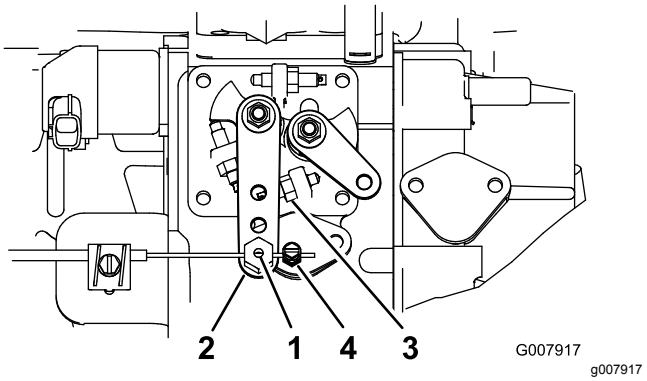

Figuur 52
2. Maak de klem van de gaskabel op de gaskabel los. Deze zit naast de hefboom van de injectiepomp (Figuur 52).
3. Houd de hefboom van de injectiepomp tegen de regelschroef voor het hoog stationair toerental (Figuur 52).